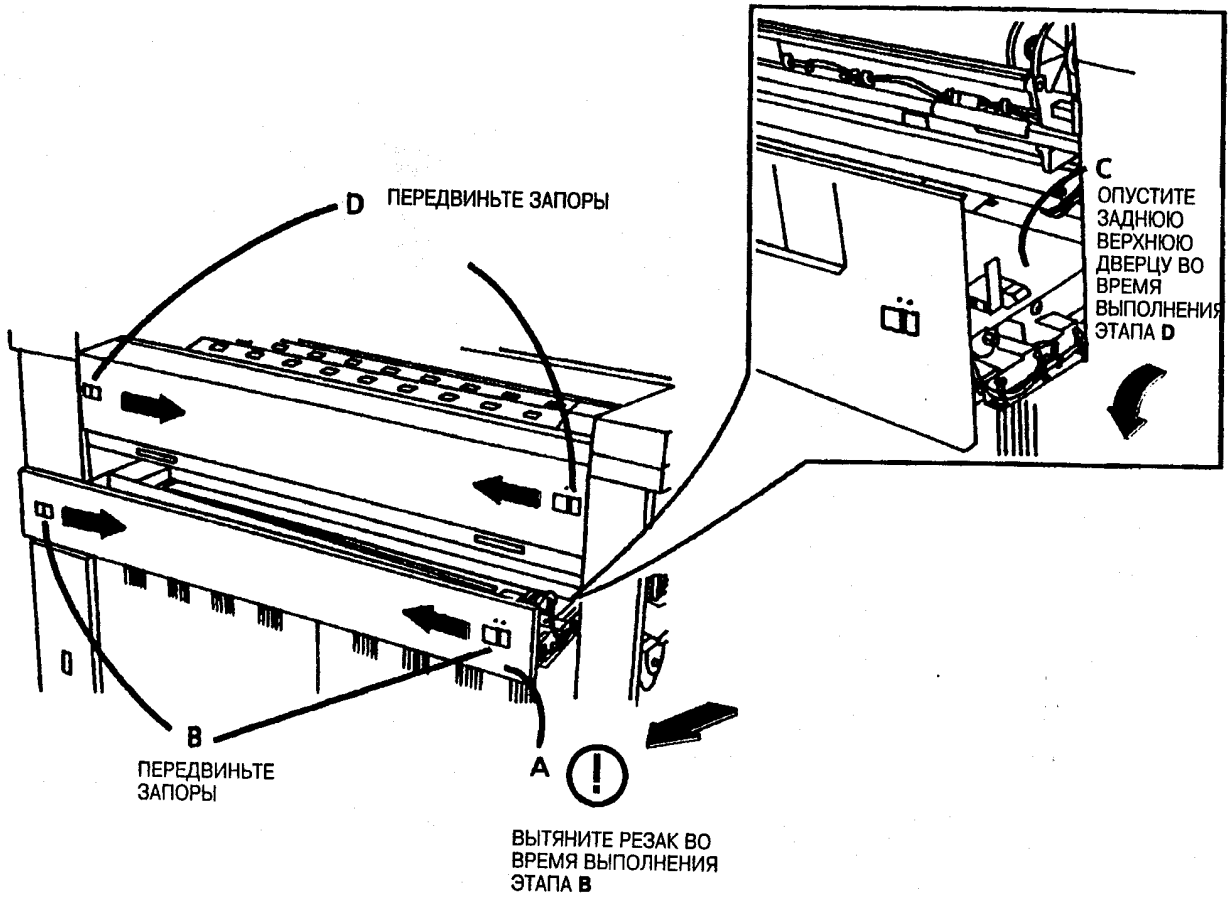

Рис. 6. Подготовьтесь к удалению модуля проявителя
13. (Рис. 6): Подготовьтесь к удалению модуля проявителя.